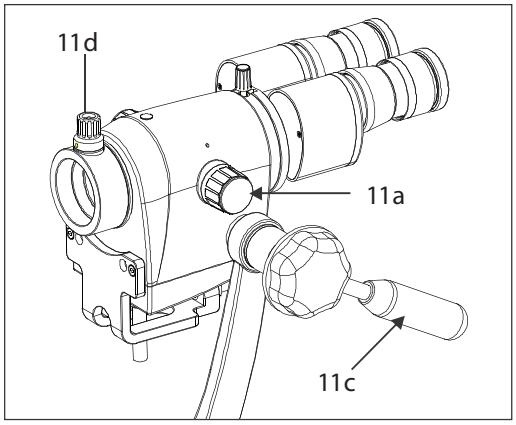

Fig. 13
CONFIGURATION DE LA MAGNIFICATION (Réf. Fig. 13)
2. La mise au point fine est effectuée avec le bouton fourni sur le CMO, indiqué comme (11d) sur la fig. 13.